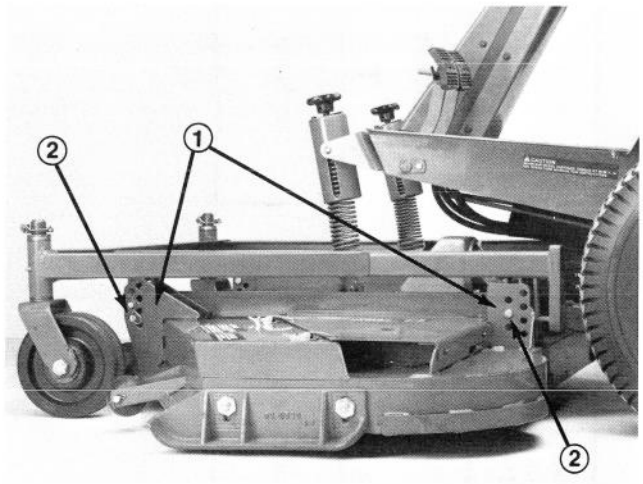

Figure 16
1. Lower shoulder bolt (2)
3. Lower cutting unit, remove pins from height-of-cut brackets (4) (Fig. 16).